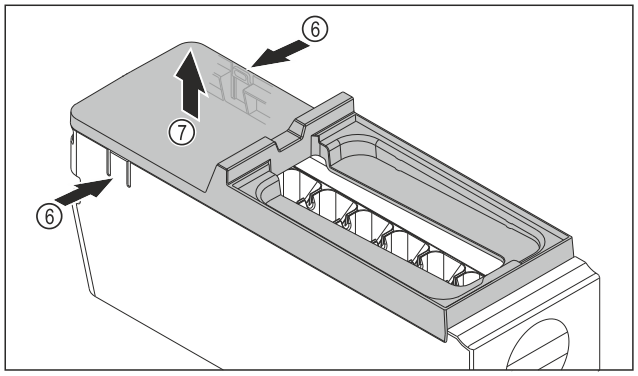

Fig. 146
▶ EasyTwist-Ice-rungon kannen poistaminen: Paina kielekkeitä *Fig. 146 (6)* EasyTwist-Ice-rungon molemmilla puolilla.
▶ Ota kansi *Fig. 146 (7)* toisella kädellä ylöspäin pois.